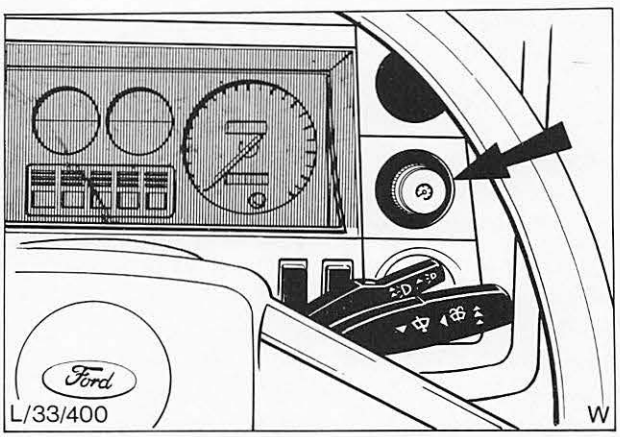

Abb. 23 Schalter – Instrumentenbeleuchtung
2. Ringmutter – Schalter entfernen und Schalter durch die Öffnung des Kombi-Instruments ausbauen, Abb. 23.